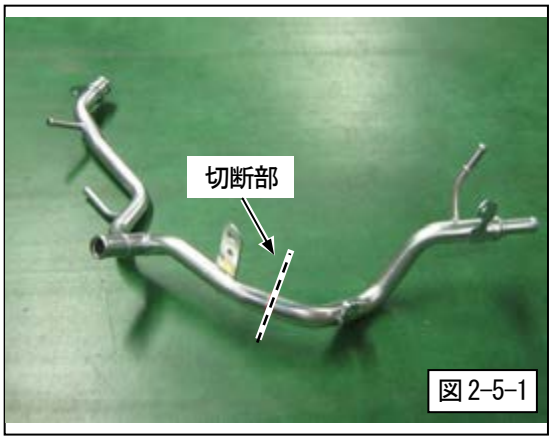

図 2-5-1
純正ウォータパイプとウエストゲートが干渉しないよう加工して取付けてください。　(図 2-5-1～2-5-4)
(1) 図の位置でパイプを切断してください。(図 2-5-1)